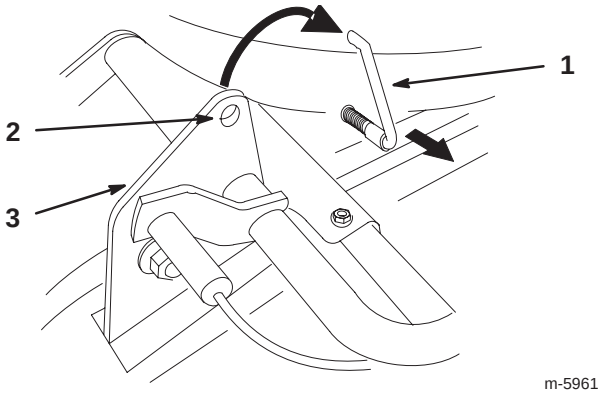

Figure 19
5. With the collector open, pull out the holding pin and insert into the hole in the hinge (Fig. 19).